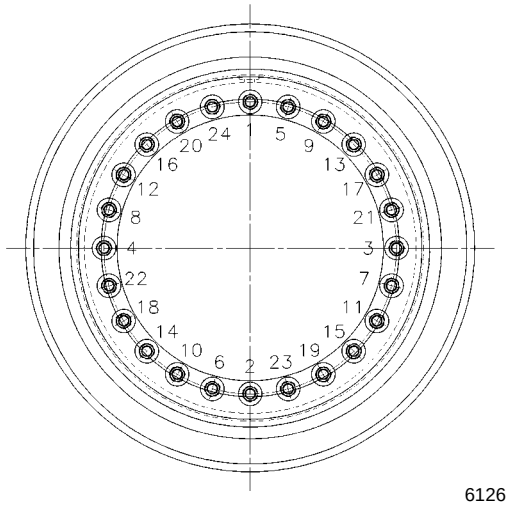

FIGURA 8-2
3. Instale os conjuntos de rodas nos prisioneiros de montagem. Instale as porcas parafuso e aperte-as com um torque de 50 lb-pés (68 Nm) na sequência mostrada na Figura 8-2.
5. Aperte as porcas parafuso com torque de 340 a 360 lb-pés (461 a 488 Nm) na sequência mostrada na Figura 8-2.